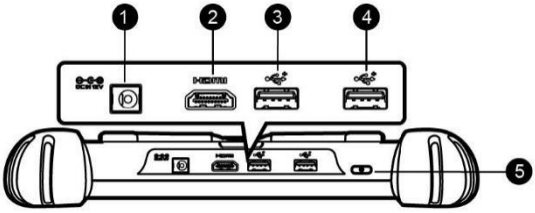

Figure 2-4 *MaxiSys Tablet Top View*
2. Mini USB (Universal Serial Bus) Port (it cannot be used at the same time with the No. 4 USB Port in *Figure 2-4 MaxiSys Tablet Top View*)